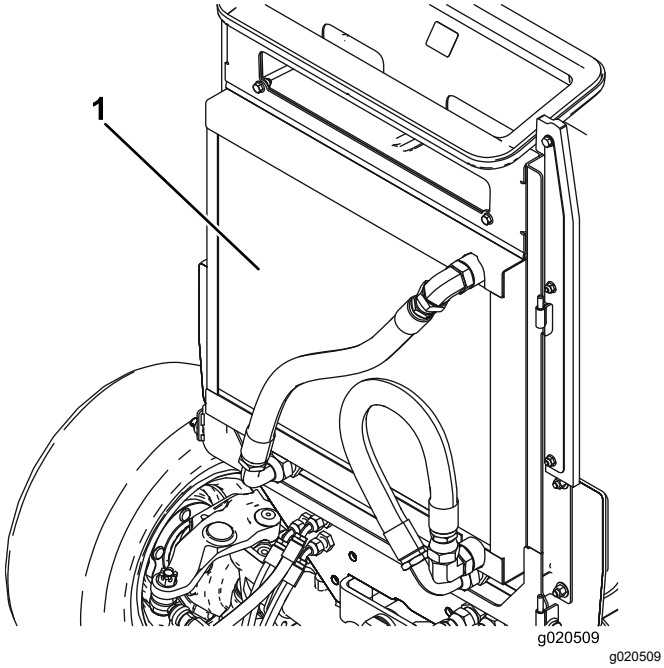

Figur 71
2. Rengjør begge sidene av oljekjøleren/radiatorområdet (Figur 71) grundig med trykkluft. Start fra forsiden og blås rusk ut mot bakdelen. Rengjør så fra baksiden og blås ut mot fremre ende. Gjenta prosedyren flere ganger til alt rusk er borte.